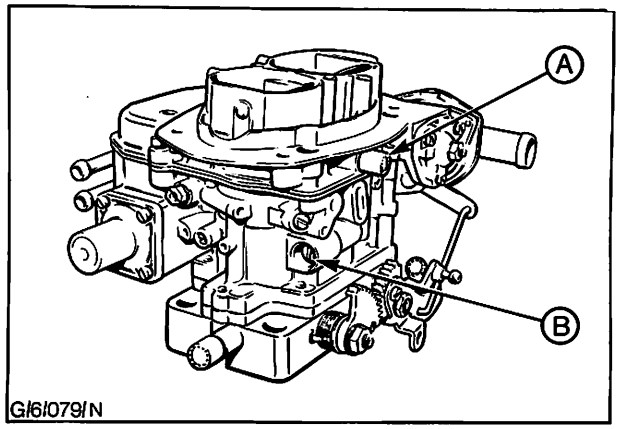
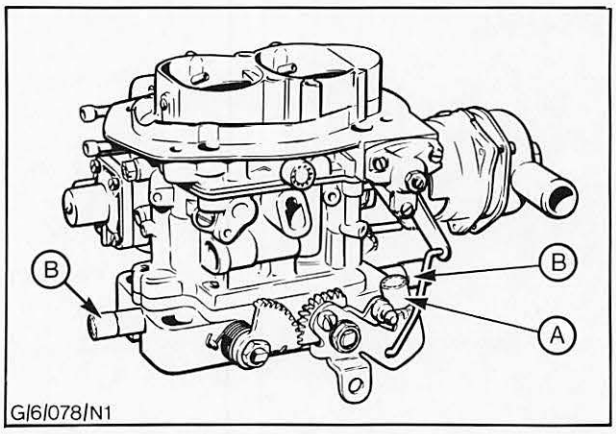

Abb. 101 Lage der Umgemisch-Einstellschrauben (Vergaser bis Juni 1979)
Abb. 102 Grundeinstellung des Leerlaufs (Vergaser-Fertigung vor Juni 1979)
7. Leerlauf-Umgemisch-Einstellschraube „B" in Abb. 101, 101A und 101B (im Vergasergehäuse) so justieren, daß die vorgeschriebene Leerlaufdrehzahl (siehe Technische Daten) erreicht wird.
Je nach Fertigungsstand und Ausführung des Vergasers ändert sich die Lage der Kraftstoff-Umgemisch-Einstellschraube. Diese ist entweder im Vergaserdeckel („A" in Abb. 101/101A) und mit Abdeckkappe gesichert, oder im Vergasergehäuse („A" in Abb. 101C), neben der Leerlauf-Einstellschraube, und mit Blindstopfen gesichert.
a) Leerlauf-Umgemischsystem verschließen. Hierzu Leerlauf-Umgemisch-Einstellschraube „B" in Abb. 101 ganz eindrehen. Kunststoffkappen von der Drosselklappen-Anschlagschraube „A", Abb. 102, und von der Gemischregulierschraube „B", Abb. 102, entfernen.